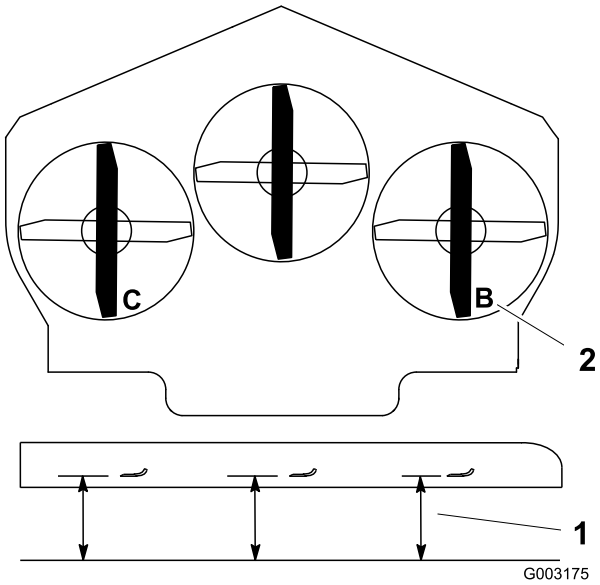

Figur 78
1. Placer højre kniv på langs (Figur 78).
2. Mål den højre skærekniv ved punktet **B** fra en plan overflade til skæreknivspidsens skarpe kant (Figur 78).
4. Placer venstre kniv på langs (Figur 78).
5. Mål den venstre kniv ved punktet **C** (Figur 78) fra en plan overflade til knivspidsens skarpe kant.